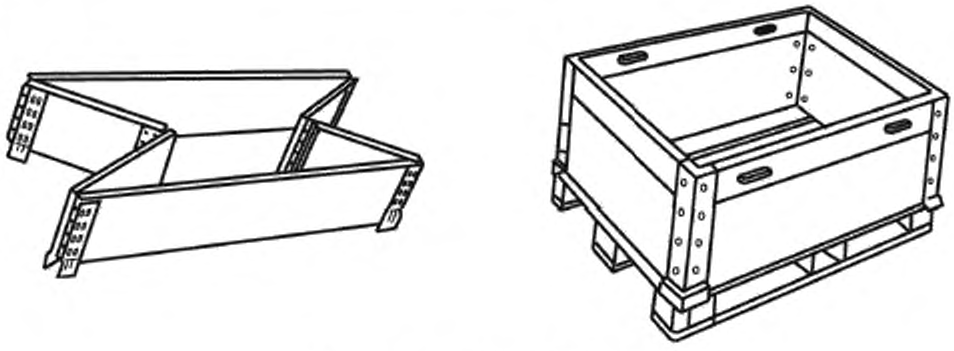

Рисунок 33 — Съемные бортики
5.1 **съемный борт:** Съемная рама со сплошными, решетчатыми или сетчатыми стенками, которую можно крепить к поддону или другому бортику для удержания груза (см. рисунок 33).